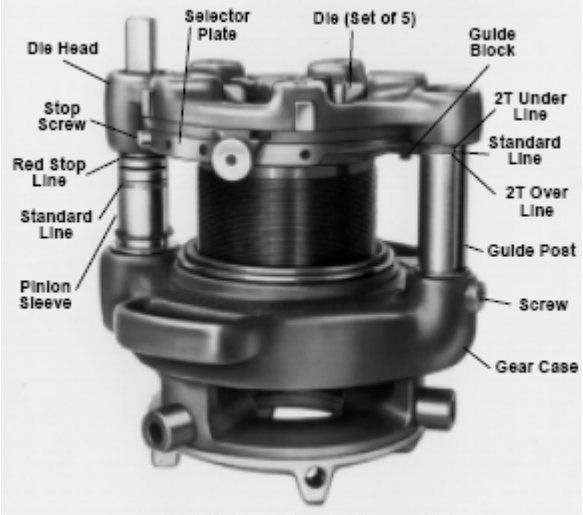

图 17 — 141 齿轮套丝器带 844 驱动轴
2. 两个人合作把套丝器装到动力驱动机的卡爪上（见图17）。